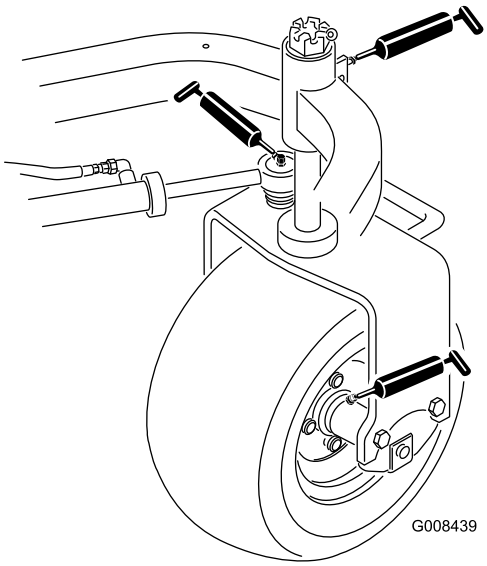

Figuur 33
- Wielnaaf achter (1) (Figuur 33)
- Zwenkwiellager (1) (Figuur 33)
- Stuurcilinder (2) (Figuur 33)